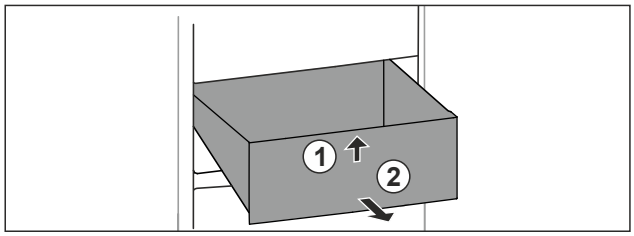

Fig. 136
▶ Lade aan de voorkant optillen. *Fig. 136 (1)*
▶ Lade naar voren toe verwijderen. *Fig. 136 (2)*